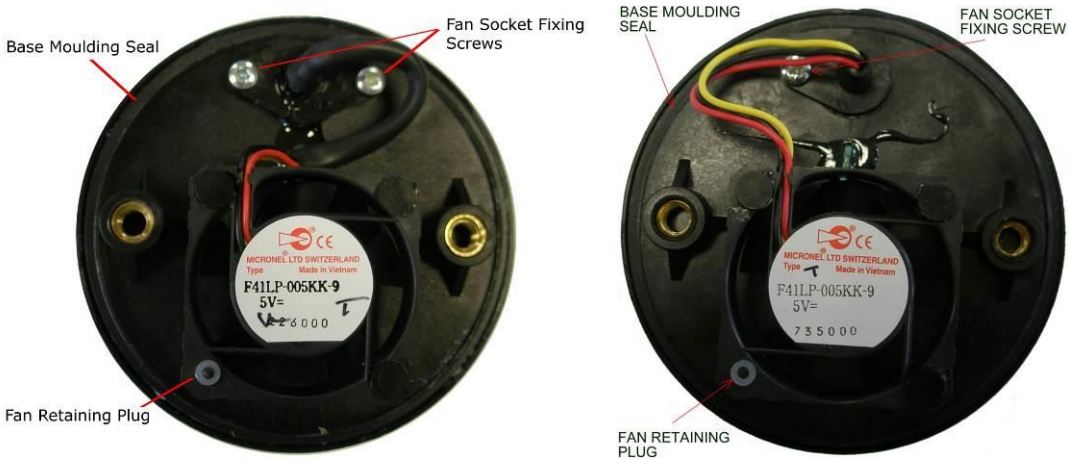

Figure 53 Base Moulding Seal
4. Remove and invert the top part of the Detector head. Examine the base moulding seal and replace if damaged or perished (refer to Figure 53).